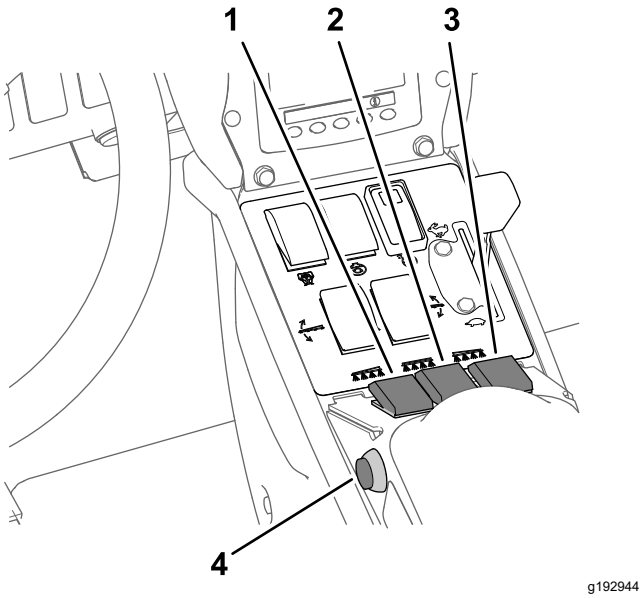

Figur 44
7. Slå PÅ omkopplarna för sprutsektionerna (Figur 44).
10. Kör i önskad hastighet och slå PÅ huvudsektionsomkopplaren för att börja spruta (Figur 44).
3. Stäng AV huvudsektionsomkopplaren. Se Figur 44 i Spridning i spruthastighetsläget (sida 36).
7. Slå PÅ de enskilda sektionsomkopplarna (efter behov). Se Figur 44 i Spridning i spruthastighetsläget (sida 36).
9. Kör i önskad hastighet och slå PÅ huvudsektionsomkopplaren för att börja spruta. Se Figur 44 i Spridning i spruthastighetsläget (sida 36).